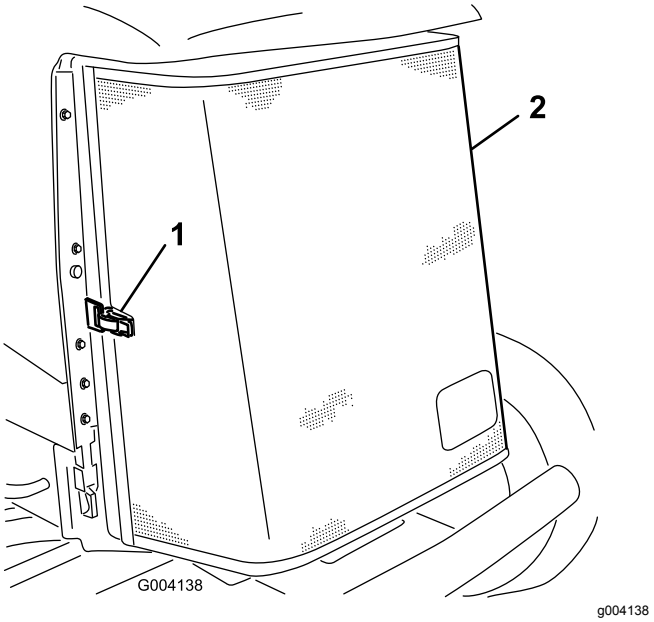

**Figur 69**
3. Lossa klämman och vrid upp det bakre gallret (Figur 69).